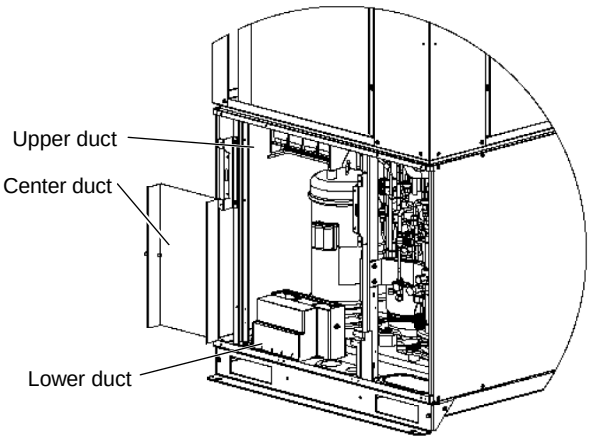

Fig. 5
(6) Remove the center duct. (Fig. 5)